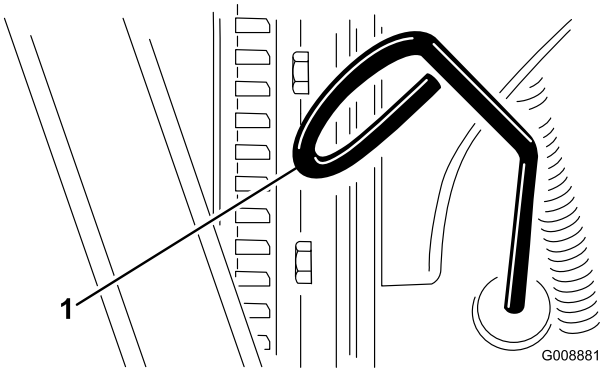

**Figur 35**
2. Fjern målepinden (Figur 35), og aftør den med en ren klud.